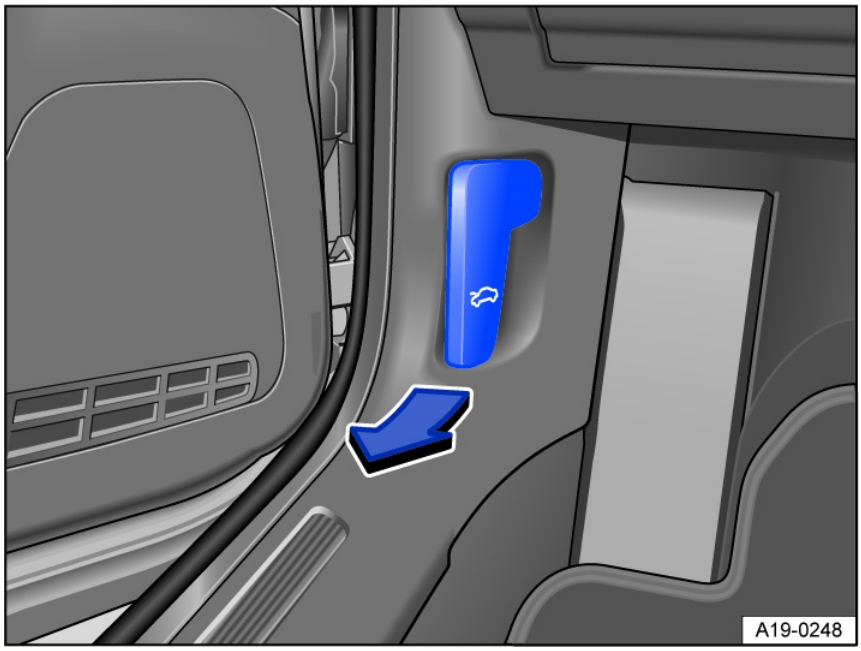

Fig. 134 In the driver's side footwell: Release lever for the hood (general example).
1. Open the driver door and pull the release lever in the direction of the arrow *fig. 134*. The hood will pop open due to spring force from the catch in the lock carr ⇒ ⓘ.